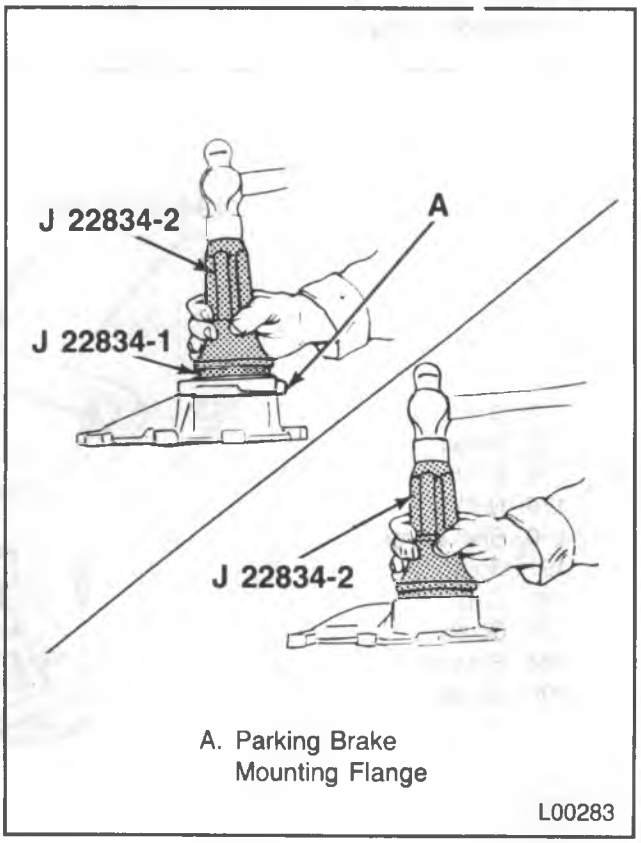

Figure 2—Retainer Seal Installation
1. Sealant (GM Part No. 1052942) on the outside of a new seal (105).
2. New seal (105) using J 22834-2 (figure 2).
3. New gasket (120).
4. Retainer (121) and the screws (125).
6. Flange (122) and the nut (123).
7. Speed sensor harness (115).